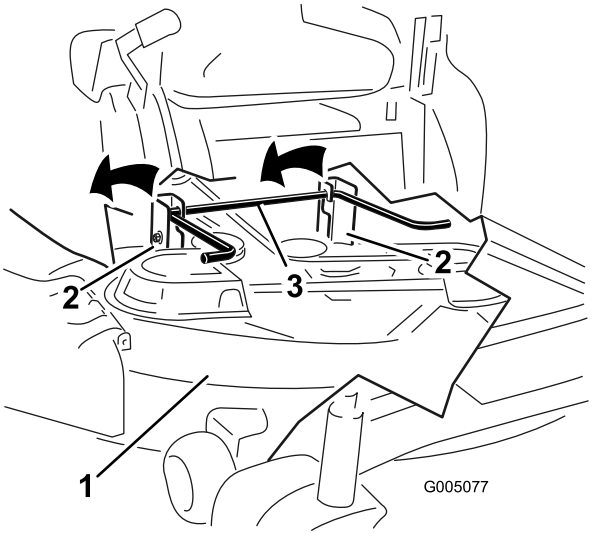

Figur 68
5. Lyft klipparen och hållarfästena så att de går fria från den bakre lyftstången och sänk försiktigt ned klipparen till marken (Figur 68).
5. Lyft upp klippardäckets bakre del och för hållarfästena över den bakre lyftstången (Figur 68).